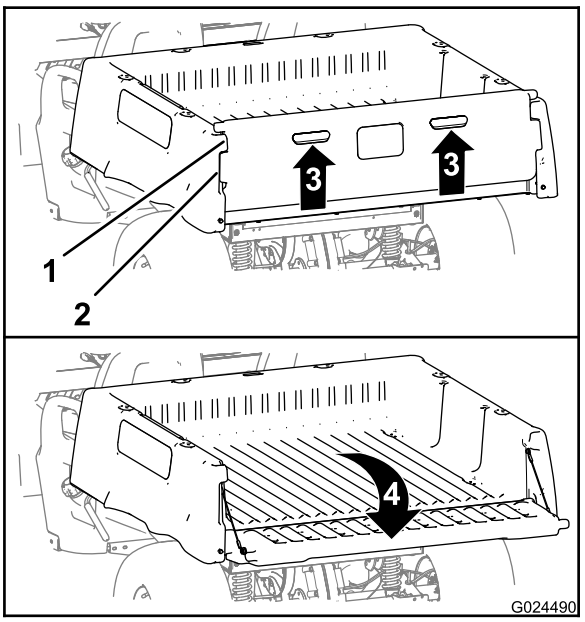

Figur 13
2. Løft ved å bruke løftegrepene på ryggpanelet til baklemmen (Figur 13).
3. Juster låseflensene til baklemmen med åpningene mellom lastekassens baklemflenser (Figur 13).
4. Vri baklemmen bakover og ned (Figur 13).
6. Vri baklemmen opp og ned til låseflensene til baklemmen er justert på linje med baklemlommen i lastekassen (Figur 13).
7. Senk baklemmen til den sitter ordentlig bak på lastekassen (Figur 13).